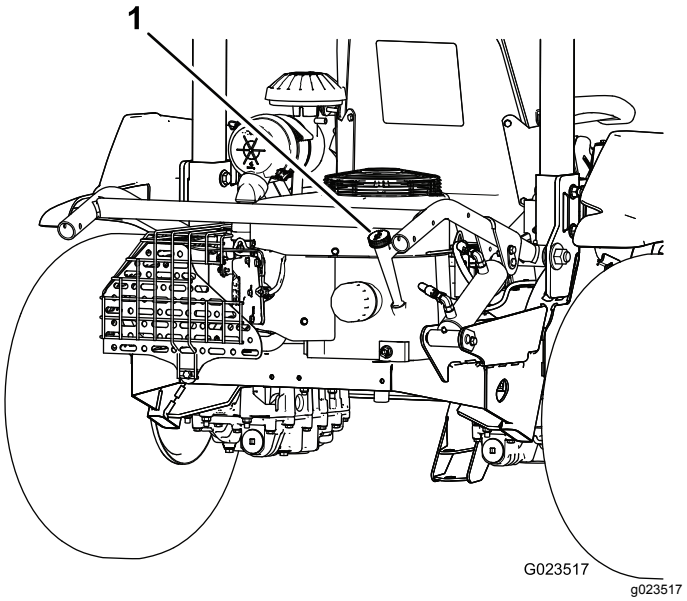

Figuur 14
2. Verwijder de peilstok (Figuur 14) en veeg deze af met een schone doek (Figuur 15).